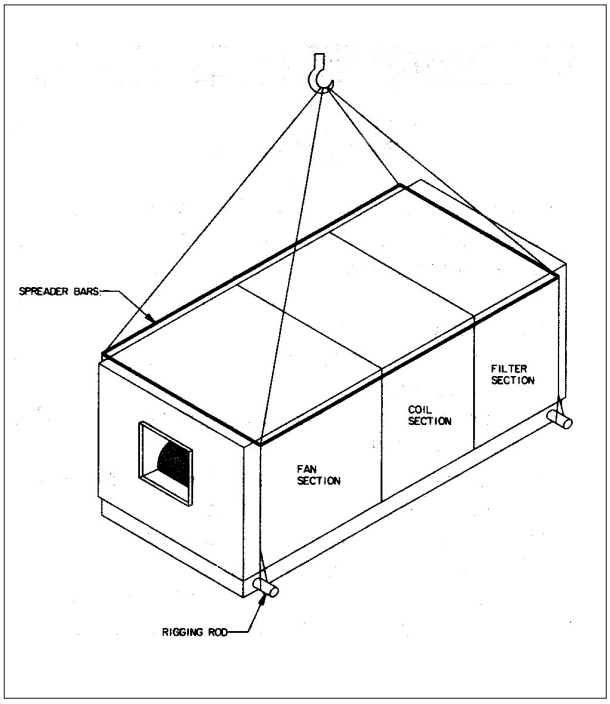

Fig. 1 Rigging Of Units
2.3 Refer to rigging details as shown in (Fig.1) to transfer unit from truck to storage site.